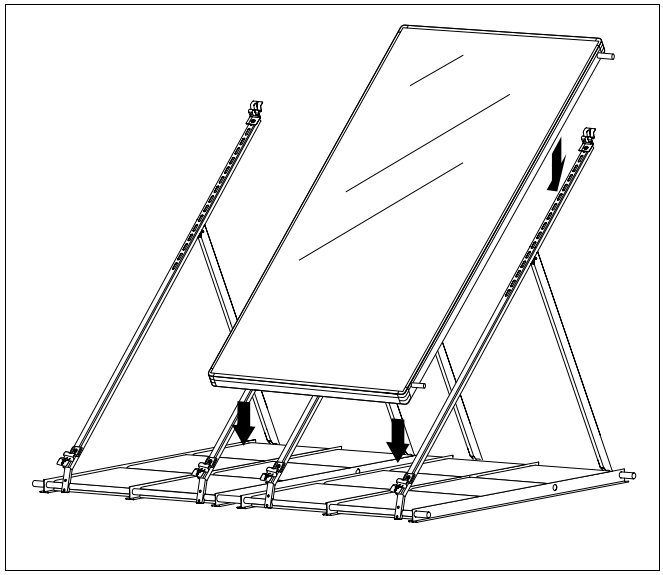

Afb. 48 Eerste collector plaatsen
- Leg de eerste collector (afb. 48) in het midden van de bak, gevormd door de voorgemonteerde collectorhouders.